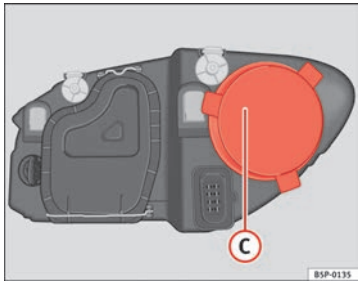

Fig. 181 Main beam headlights
– Remove the cover ⇒ Fig. 181 (C) by pulling on this.